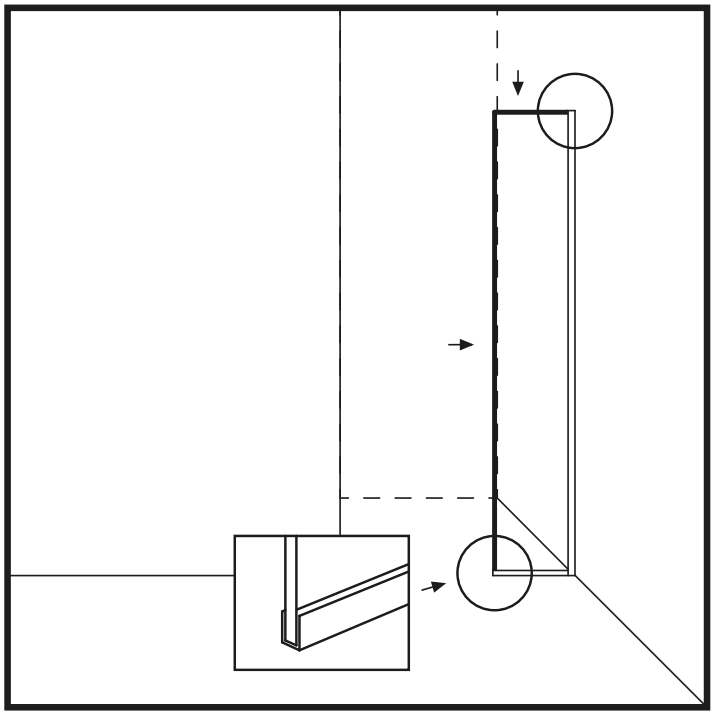

Abbildung 7
15. Setzen Sie das Duschglas zwischen die U-Leisten und drücken Sie es zur Wand hin und nach unten, damit das Silikon am Glas haften bleibt. (Abbildung 7)